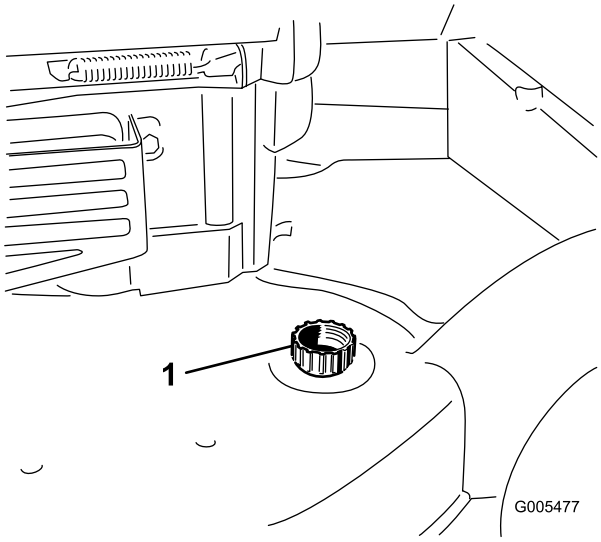

Figur 42
3. Anslut en trädgårdsslang, som är ansluten till en vattenkälla, till tvättanslutningen (Figur 42).